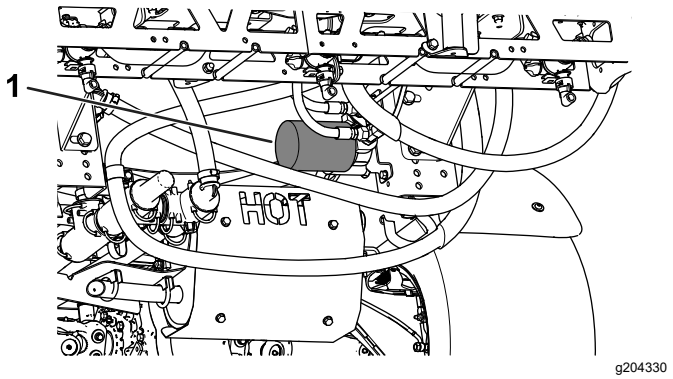

Figur 54
4. Ta bort filtret (Figur 54).